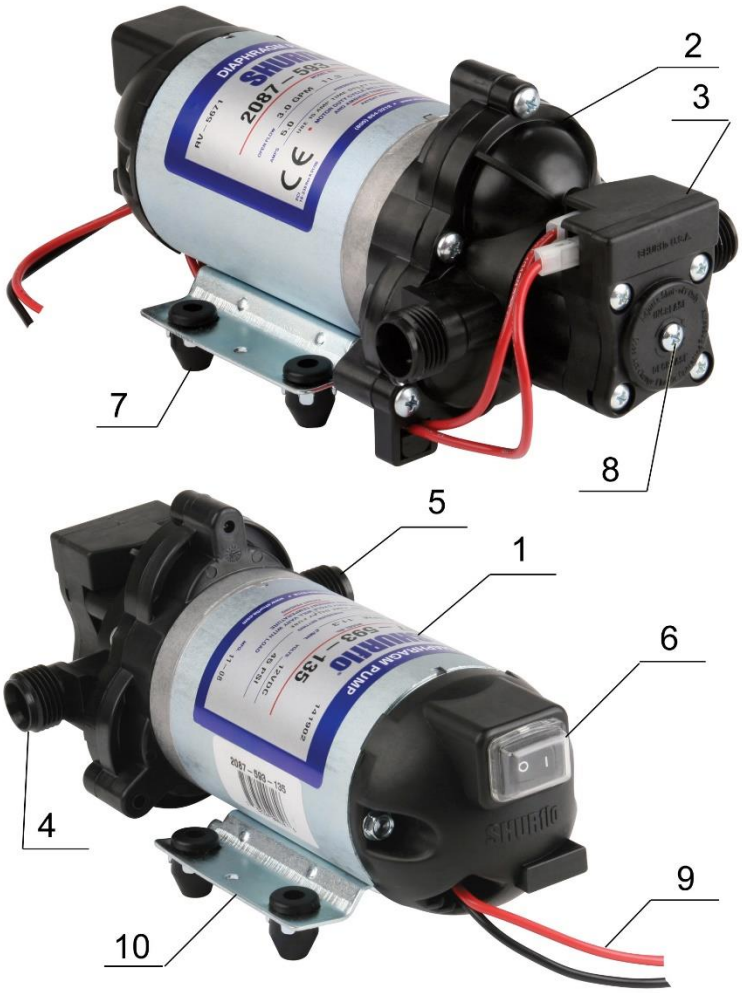

Рис. 1. Насос.
2.1. Общий вид насоса представлен на рис.1.
Жидкость из бака подводится со стороны патрубка 5 (рис.1). Рекомендуется в линии всасывания устанавливать фильтр, который обеспечит отсутствие твёрдых примесей в рабочей жидкости. Насос оборудован тарельчатыми клапанами, которые могут засоряться твердыми примесями, что приводит к отказам в работе. Подача жидкости под давлением осуществляется с помощью трех мембран, расположенных в головке насоса. Привод осуществляется от электродвигателя 1, смонтированного на опорном кронштейне 10. При до-